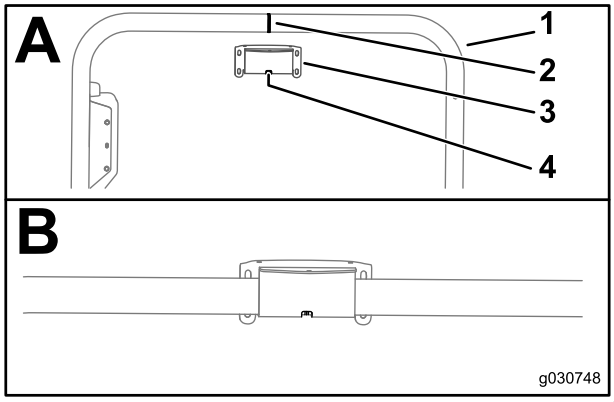

Figur 148
1. Rikta in spåret som sitter i mitten på mottagarfästet mot svetssömmen i mittlinjen på vältskyddsröret (Figur 148).